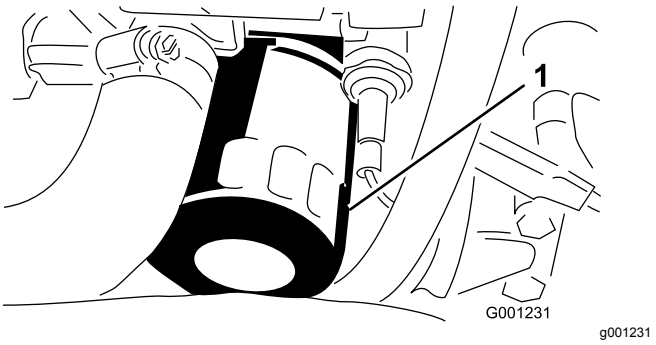

**Figur 48**
8. Afmonter og udskift oliefilteret (Figur 48).